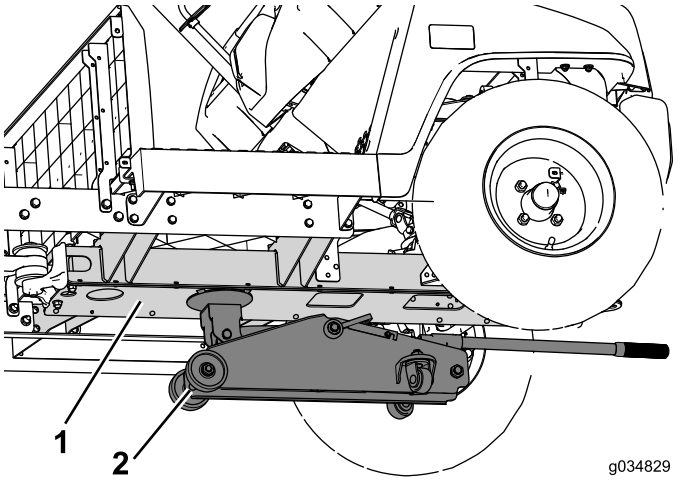

Figura 15
1. Utilize um macaco debaixo do canal central para suportar a dianteira da máquina (Figura 15).